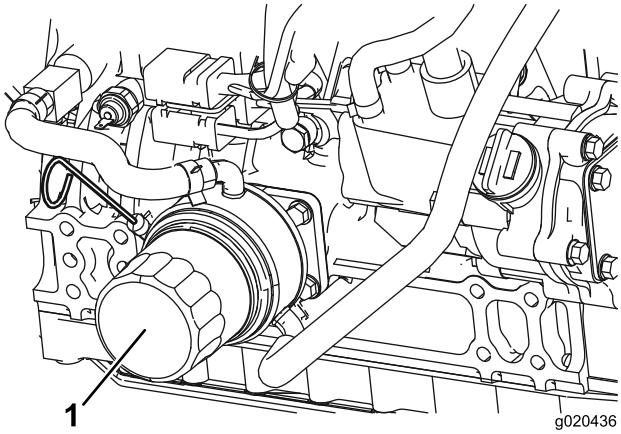

Figur 52
2. Avlägsna oljefiltret (Figur 52). Stryk på ett tunt lager ren olja på den nya filterpackningen innan den skruvas på. **Dra inte åt för hårt.**